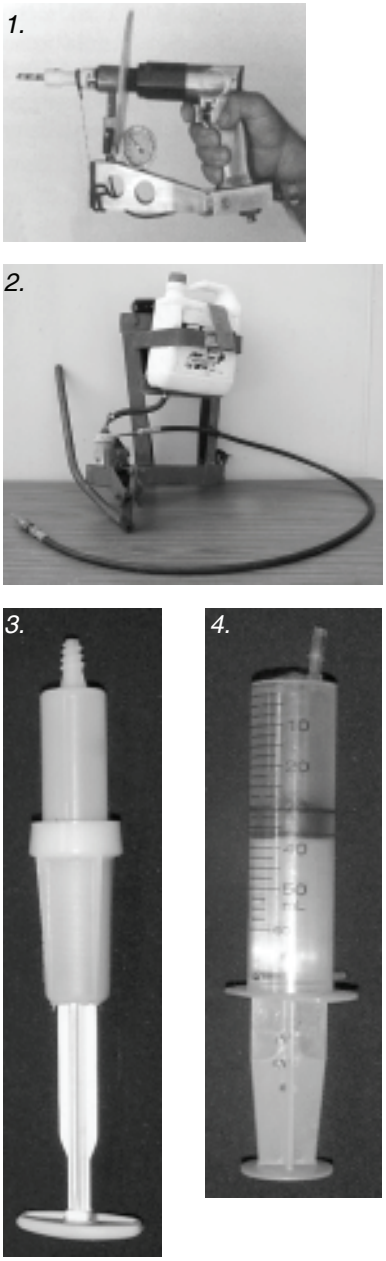

Figure 19. *Some of the equipment available for tree injection*
- Use either Chemjet® tree injectors, the Sidewinder® injection equipment, the Rawlins® hydraulic knapsack or modified veterinary syringes (Figure 19). Follow the manufacturer's directions carefully. Do not apply excessive pressure as this may damage the bark. With low-pressure injection systems, holes do not have to be plugged with silicone or putty after injection. Where veterinary syringes and Chemjet® tree injectors are used (these are left in place after injection), the chemical should have been absorbed within 15 to 30 minutes of injection. If this has not happened, it generally means that either the applicator has not been properly inserted or the tree has closed down. Leave the injectors in place or try again early in the morning of the following day.